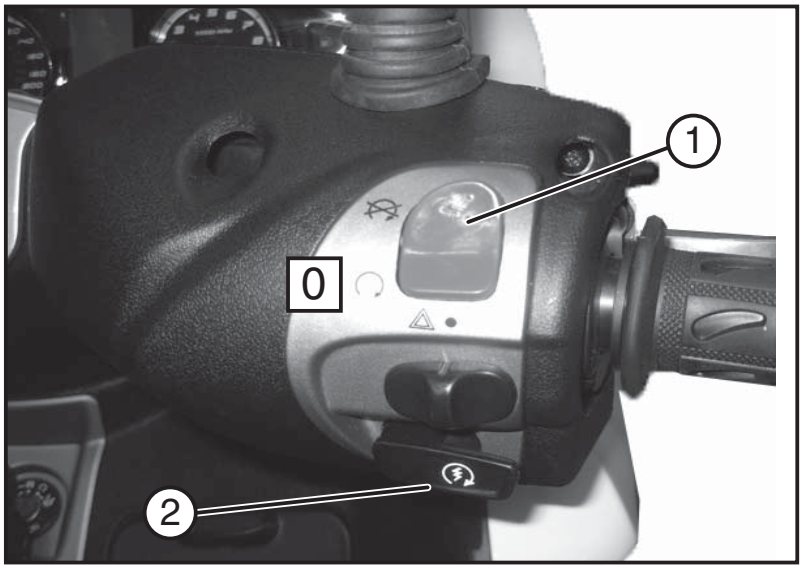

Fig. 01 QSI0079
- Assicurarsi che il pulsante «**1 - Fig. 01**» sia in posizione 0.